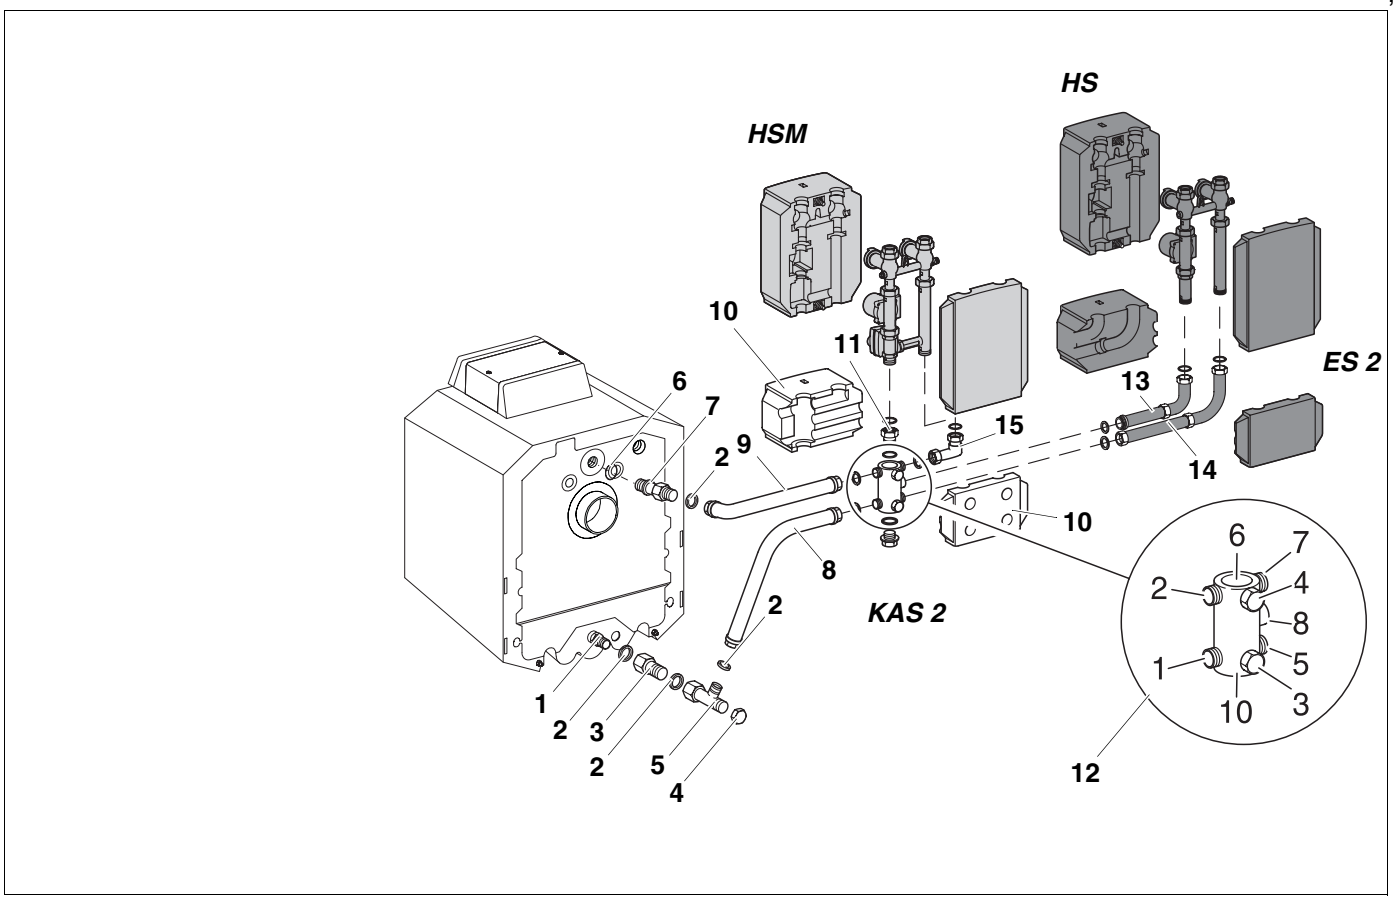

Abb. 7 Seitlich quer Linksanbau
- Heizkreis-Set mit (HSM) oder ohne Mischer (HS) entsprechend Abb. 7 aufschrauben.
- Rohrbogen mit Dichtung (langer Schenkel) montieren (Abb. 7).
- Rohrbogen mit Dichtung (kurzer Schenkel) montieren (Abb. 7).